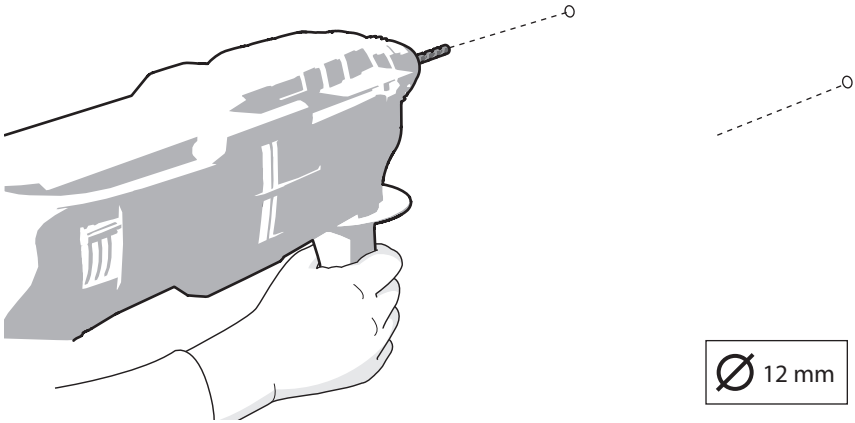

*Figuur 18 Het boren van de schroefgaten.*
3. Boor de gaten. Gebruik een boordiameter van 12 mm (figuur 18).